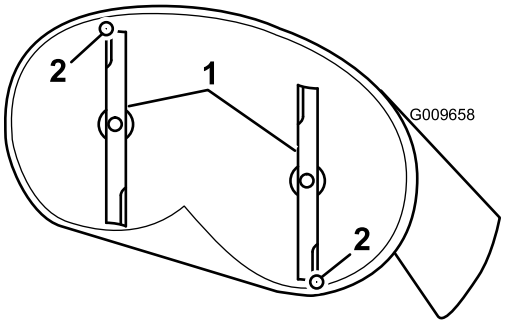
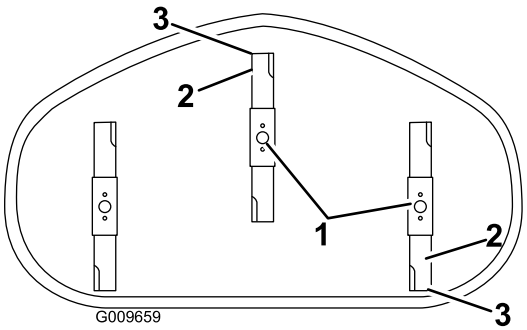

Figur 64
Figur 65
4. Rotera knivarna försiktigt så att de är riktade framåt-bakåt (Figur 64 och Figur 65).
5. Mät från den främre knivens spets till den plana ytan, och från den bakre knivens spets till den plana ytan (Figur 64 och Figur 65). Om den främre knivens spets inte är 1,6–7,9 mm lägre än den bakre knivens spets ska du justera den främre låsmuttern.
8. Kontrollera den främre-bakre knivlutningen igen efter justeringen. Fortsätt att justera muttern tills den främre knivens spets är 1,6–7,9 mm lägre än den bakre knivens spets (Figur 64 och Figur 65).